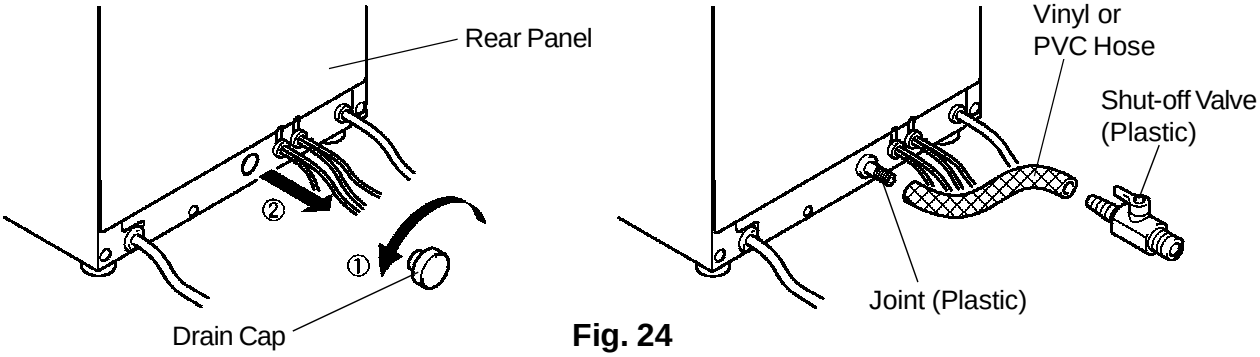

Fig. 24
* Prepare a drain hose with a plastic shut-off valve if water needs to be removed from the unit or water may freeze in the unit in cold areas. Remove the drain cap on the back of the unit and attach the plastic joint, vinyl or PVC hose and plastic shut-off valve. Drain outlet is 3/4” female pipe thread (FPT). See Fig. 24.